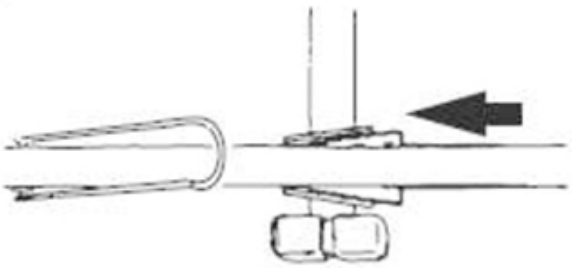

FIG. 6
- Installez les deux supports transversaux sur le support horizontal en utilisant leurs boîtiers respectifs (Fig. 6)..